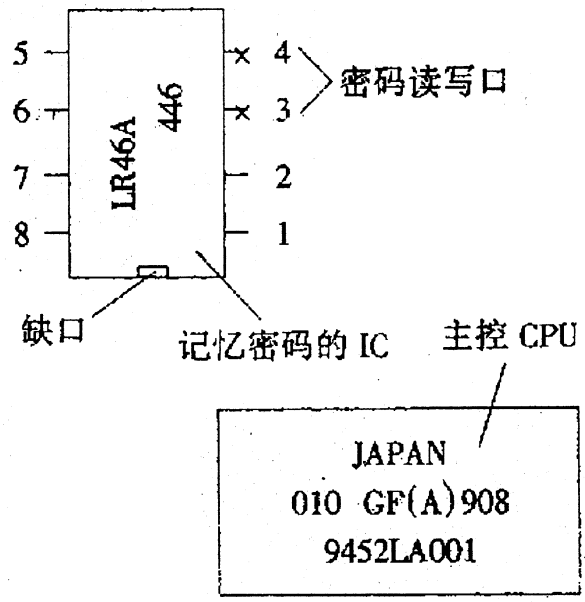

图 20-29 音响 CPU 及控制 IC 位置
5. 找一个已知密码的本田音响,用仪器读出图 20-29 中的记忆密码 IC 中的数据,再用仪器写入一块相同型号空白的 E²PROM 上。如果遇到锁机音响,可将此 IC 替换上。这种方法的优点是更换速变快,并保持音响有密码防盗功能。